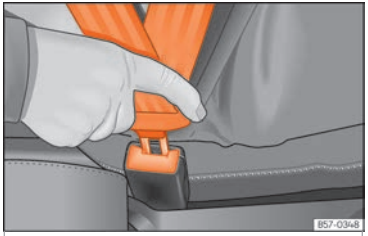

Fig. 10 Insérer la languette de la ceinture de sécurité dans son boîtier de verrouillage.
- Le pêne doit être encastré dans le boîtier de verrouillage du siège auquel il est destiné ››› fig. 10.